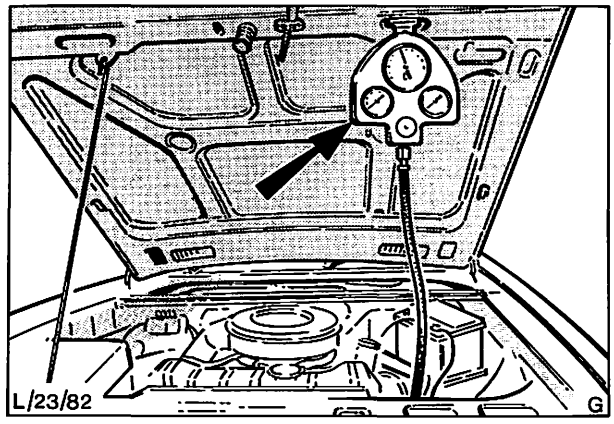

Abb. 185 Druckmanometer an Kraftstoffpumpe angeschlossen (V6-Motor)
4. Kraftstoffpumpendruck wie folgt prüfen (Abb. 185):